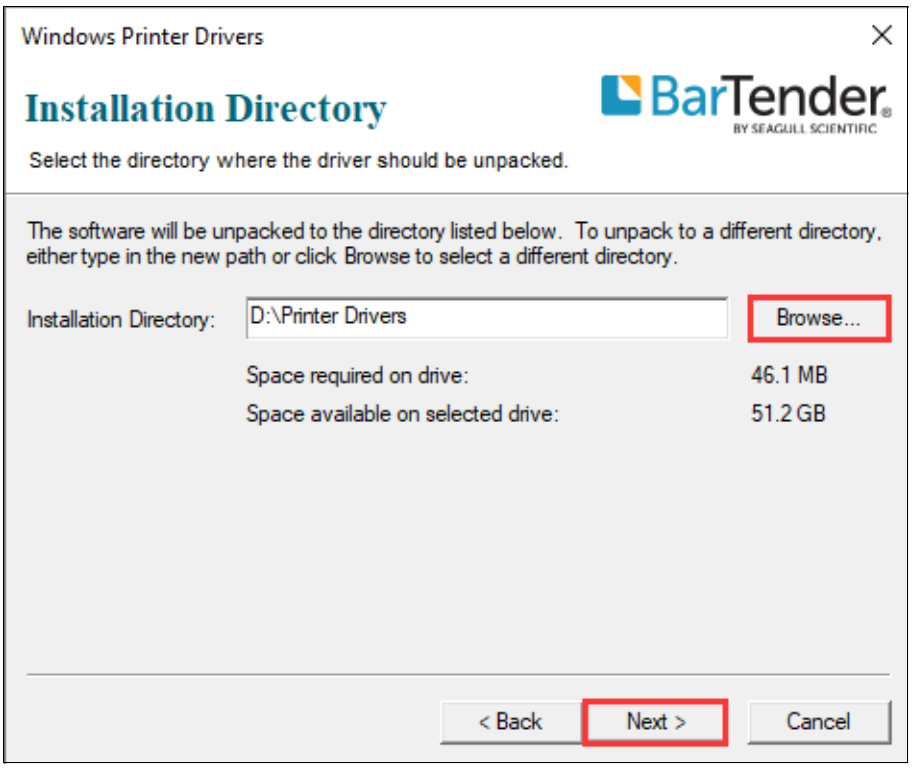

Figure 2-28 Installation Directory Screen
4. The "Installation Directory" screen displays. Click "Browse…" and select where the files will be installed, then click "Next", as shown in Figure 2-28.